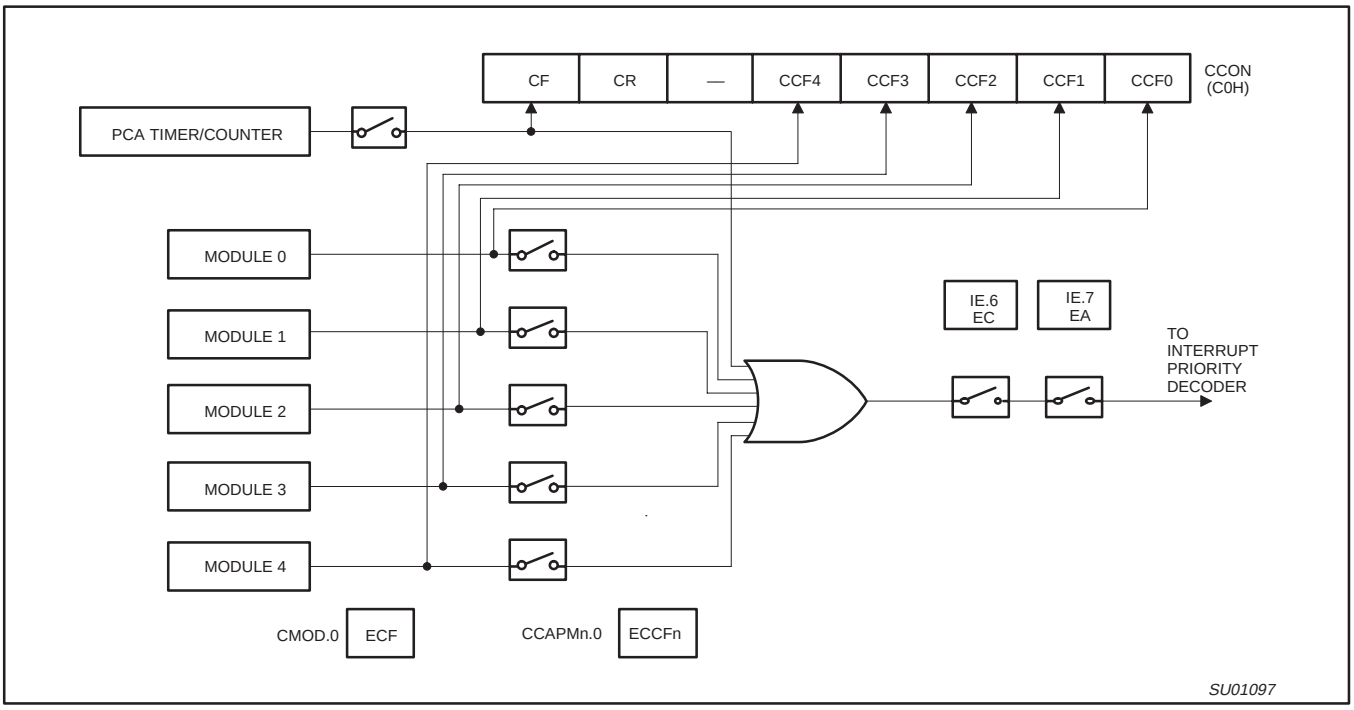

Figure 21. PCA Interrupt System
The CCON SFR contains the run control bit for the PCA and the flags for the PCA timer (CF) and each module (refer to Figure 23). To run the PCA the CR bit (CCON.6) must be set by software. The PCA is shut off by clearing this bit. The CF bit (CCON.7) is set when the PCA counter overflows and an interrupt will be generated if the ECF bit in the CMOD register is set, The CF bit can only be cleared by software. Bits 0 through 4 of the CCON register are the flags for the modules (bit 0 for module 0, bit 1 for module 1, etc.) and are set by hardware when either a match or a capture occurs. These flags also can only be cleared by software. The PCA interrupt system shown in Figure 21.